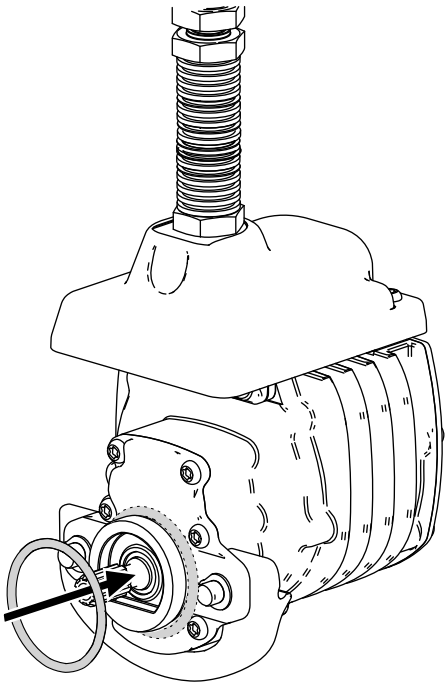

Figure 9
3. Placez un joint torique sur chaque moteur de cylindre, comme montré à la Figure 9.